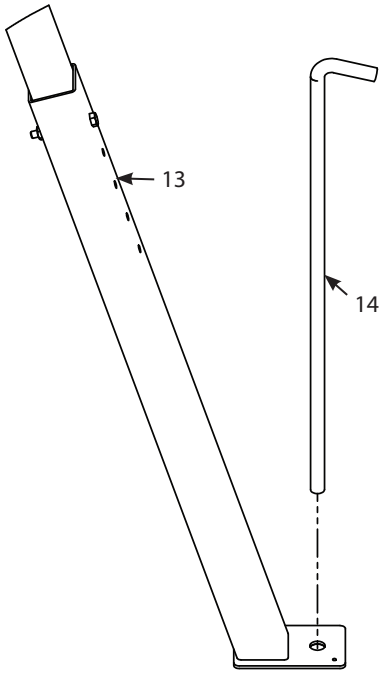

FIGURE 18
18. Using a hammer, drive the four ground stakes (14) through the holes in the tower feet (13). **SEE FIGURE 18.**